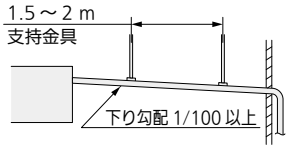

図16
- 下り勾配は（排水側を下に）1/100以上とってください。（図16）